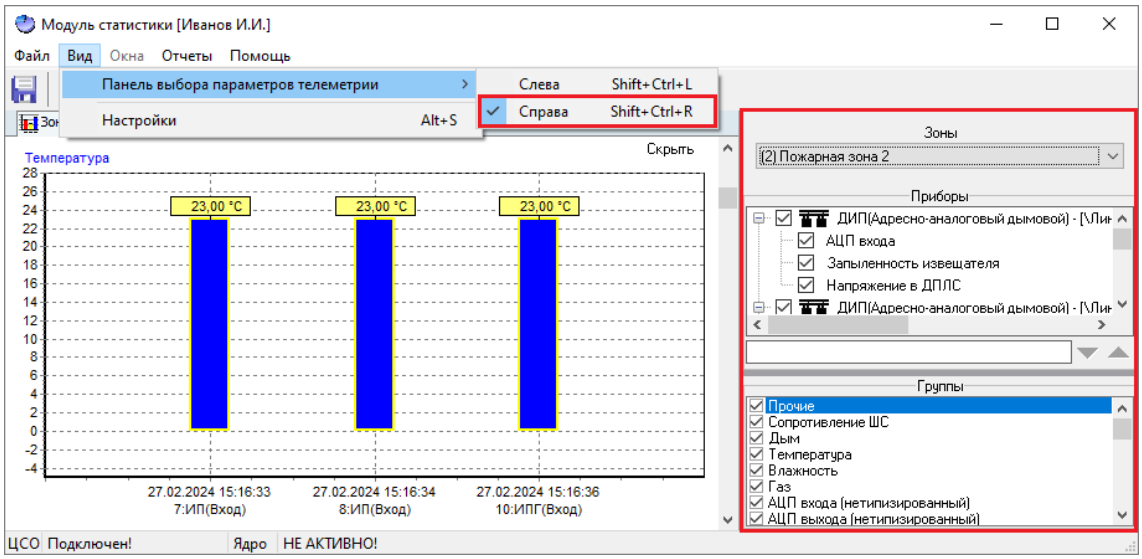

Рисунок 12-16 Расположение панели выбора параметров телеметрии и панели "Группы" справа
- Справа (горячие клавиши – Shift+Ctrl+R) – выберите этот пункт меню, чтобы разместить чтобы разместить панель выбора параметров телеметрии и панель «Группы» в главном окне программного модуля «Статистика» справа (см. Рисунок 12-16).